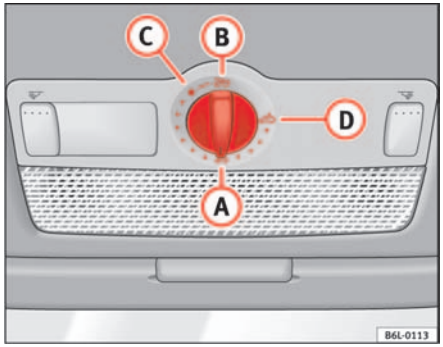

Fig. 53 Detail of the sunroof: rotary button for sliding/tilting sunroof
– Turn the rotary button to position (A) ⇒ fig. 53 ⇒ ⚠.